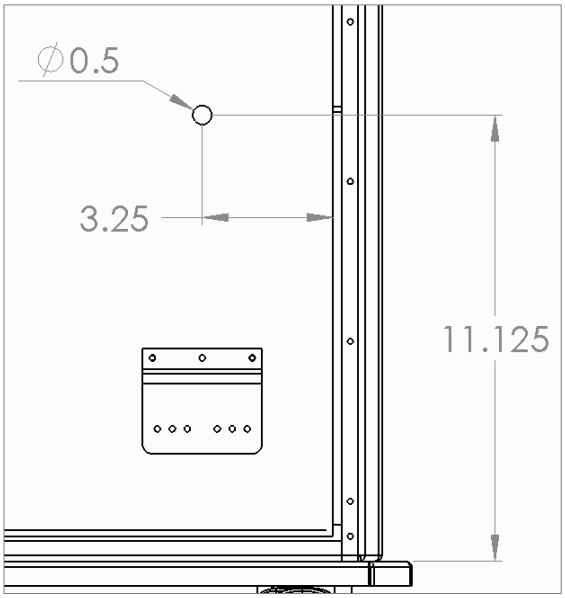
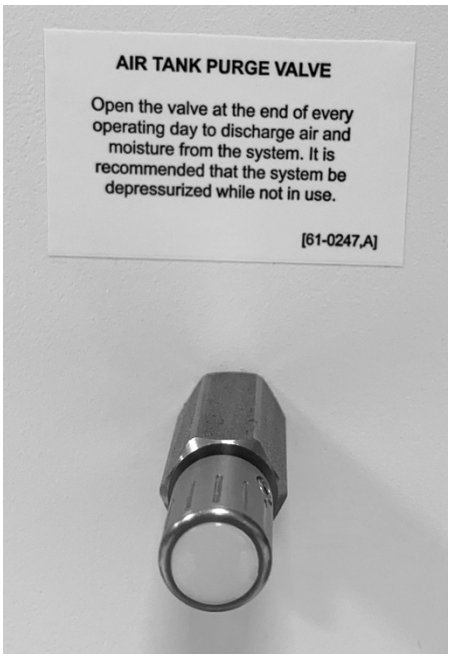

Fig. 1
Fig. 2
2. Drill a 0.475”- 0.5” hole in the Back Panel 11-1/8” from the top of the Caster Base and 3-1/4” from the right edge of the door as shown in Fig. 1 and Fig. 2. Open the rear door to ensure nothing inside the unit is damaged.
Then, apply the Air Tank Purge Valve Label as shown in Fig. 2.